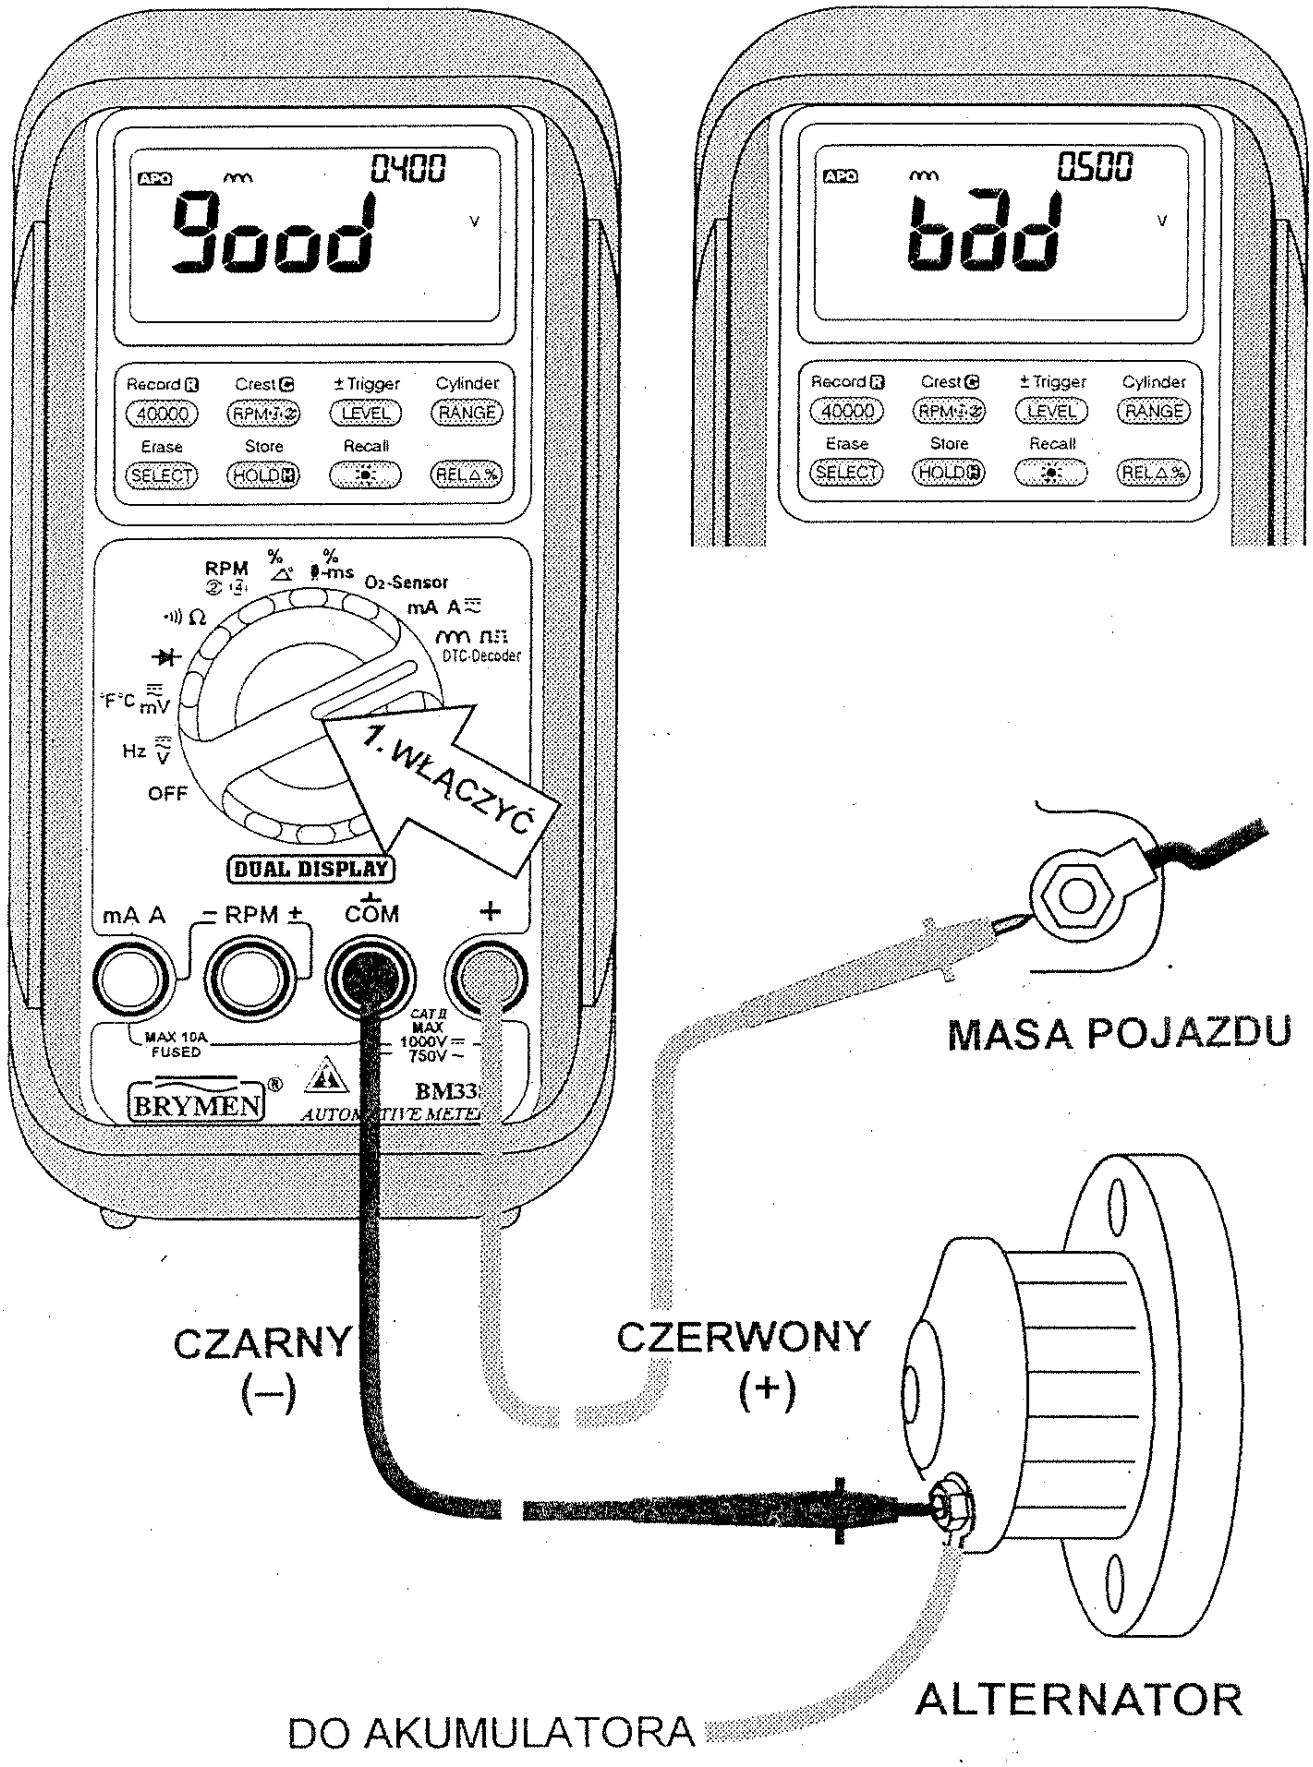

Rys. 13 Test alternatora
2) Umieścić czerwony (+) przewód pomiarowy w gnieździe + przyrządu a czarny przewód (−) w gnieździe **COM** zgodnie z rys. 13.
4) Dołączyć sondy pomiarowe między zacisk alternatora a zacisk masy pojazdu w sposób przedstawiony na rys. 13 i obserwować wskazanie wyświetlacza.